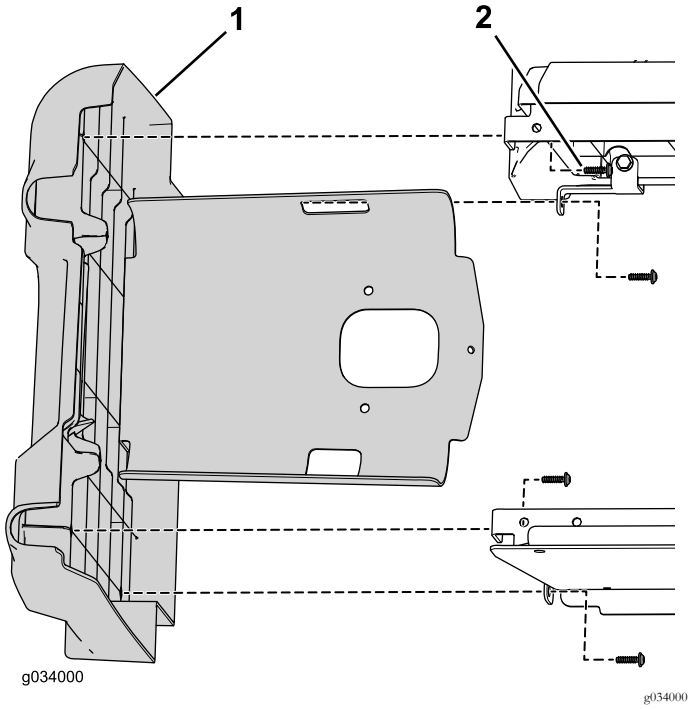

Figuur 3
6. Verwijder de 4 schroeven waarmee het linkerpaneel bevestigd is aan de onderste stoeleenheid (Figuur 3).